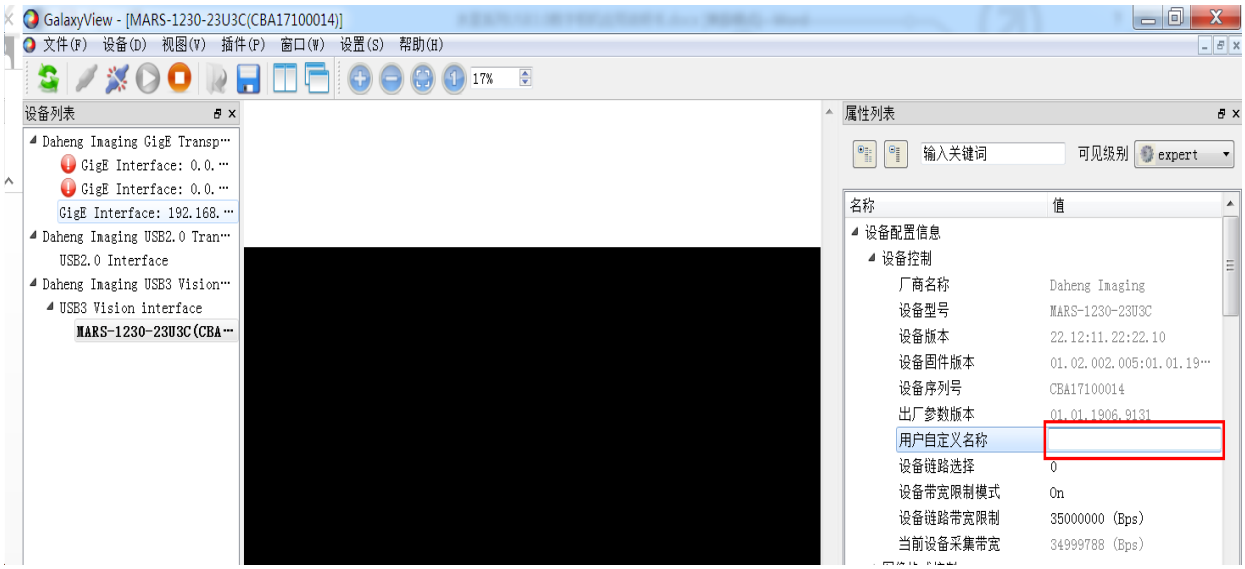

图 8-44 用户自定义名称设置
1) 通过 GalxyView 设置，如图 8-44 所示。